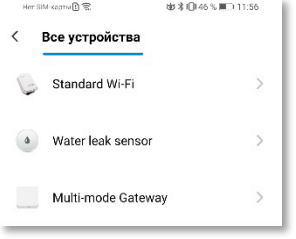

Рисунок 16.
3) В следующем окне выберите устройство, от которого нужно принять сигнал аварии, например, – «**Water leak sensor**» (рис. 16).